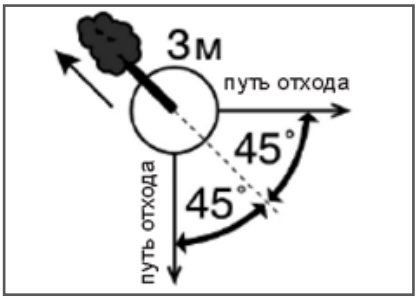

Рис. 14 Определение путей отхода
3. Определите направления падения дерева. Для этого следует учесть силу и направление ветра, естественный наклон дерева, равномерность распределения веток в кроне дерева. Начните пилить с той стороны дерева, куда оно должно упасть (Рис. 14).
4. Обязательно определите путь отхода. Путь отхода (Рис. 14) должен быть направлен по диагонали в сторону, противоположную направлению падения, под углом 45 градусов, и вы должны отойти минимум на 3 метра от ствола, на тот случай, если во время падения комель дерева отскочит в сторону.